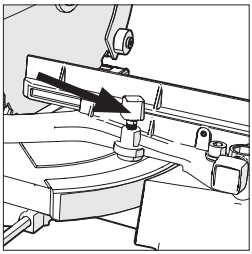

Rys. 20
- Należy poluzować śrubę blokującą ukos **(Rys. 20)** , obracając ją w kierunku przeciwnym do ruchu wskazówek zegara.